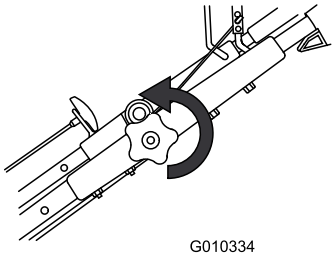

Figur 18
1. Lossa det övre handtagsvredet (Figur 18).